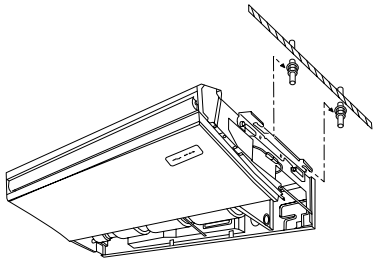

Fig. 3-6
1) Suspensión directa de la unidad (Fig. 3-6)